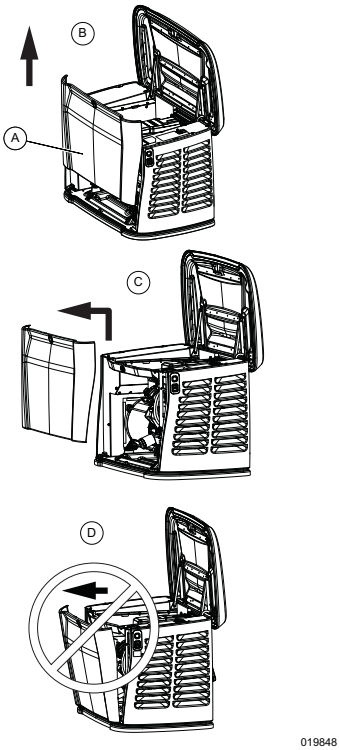

Figure 3-2. Remove Front Access Panel
See *Figure 3-2*. Verify key has been removed from lock. Remove front access panel (A) by lifting straight up and out after opening generator lid.